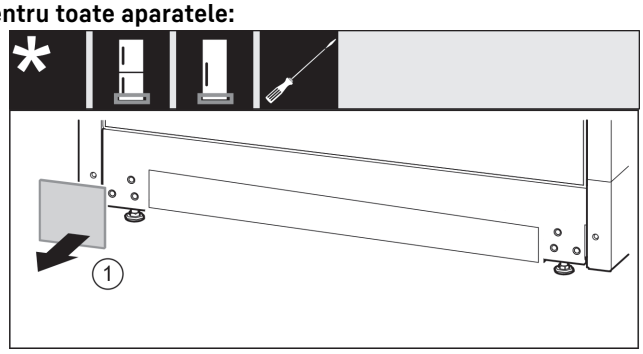

Fig. 31
- ▶ Scoateți capacul *Fig. 31 (1)*.